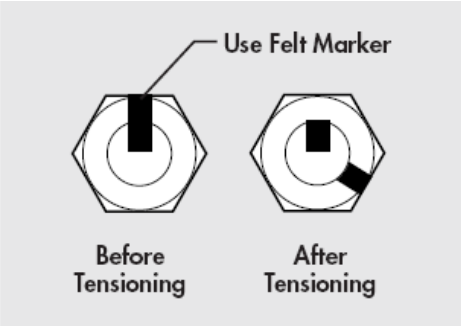

Figure 2a. A-325 Tensioning
Step 5 — Using a felt-tip marker, mark the nuts and the ends of the bolts with a straight line as shown in Figure 2a and 2b.